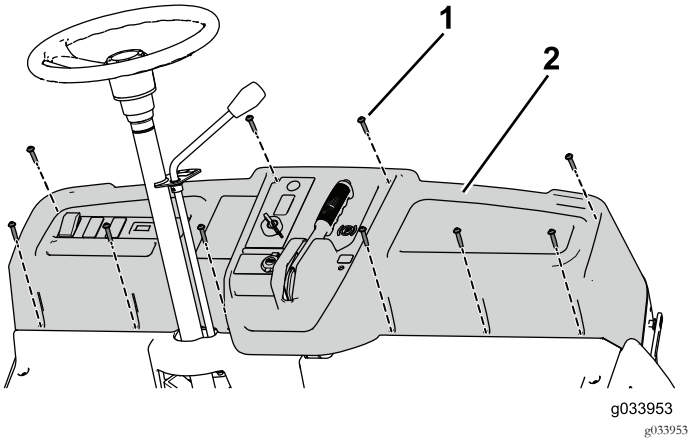

Figur 32
9. Brug de ti skruer (1/4 x 1-1/4 tomme) til at fastgøre instrumentbrættet på maskinen (Figur 32).